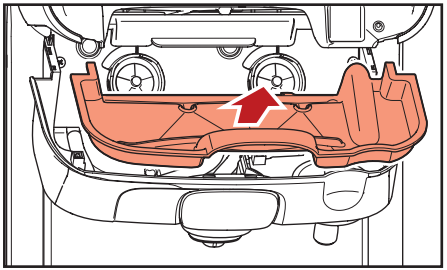

Fig. 5.11- Scoateți tava de scurgere internă
c. Scoateți tava de scurgere internă și curățați-o dacă este necesar (fig. 5.11).